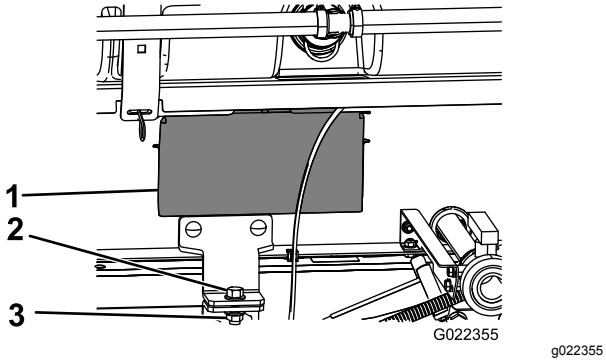

Figur 26
5. Ta bort åtkomstpanelen i båda ändarna av plattformens ram (Figur 26).
8. Fäst låsfästet på tankplattformen mot flakfästet på ramen på maskinens båda sidor med en skruv (½ x 1½ tum) och en låsmutter (½ tum) i enlighet med Figur 26.